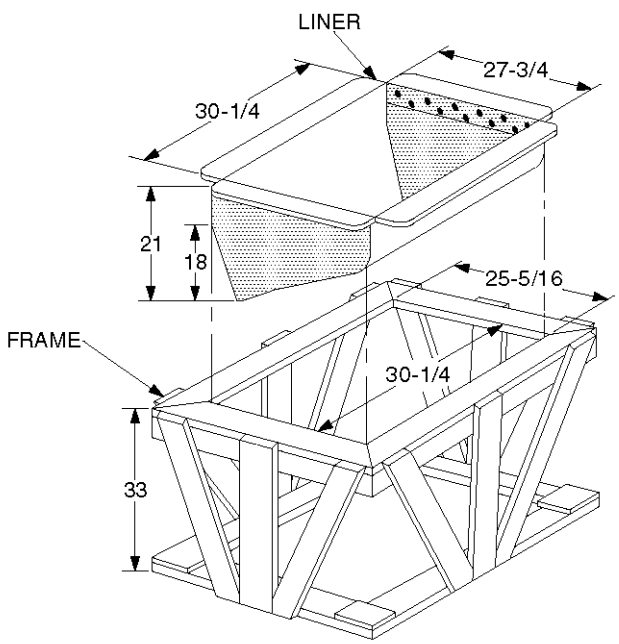

Figure 2-1. LRU-33/A Crew Raft Storage Cradle Dimensions
8. Crew Raft Storage Cradle Figure 2-1 illustrates the construction dimensions for building an LRU-33/A crew raft storage cradle. The wood used shall be 1- x 4-inch pine shelving or equal. The purpose of this cradle is for storage, not packing. Storing the LRU-33/A crew rafts in these cradles will provide shape integrity and facilitate fitting the packed wing raft into the wing raft compartment on the aircraft.